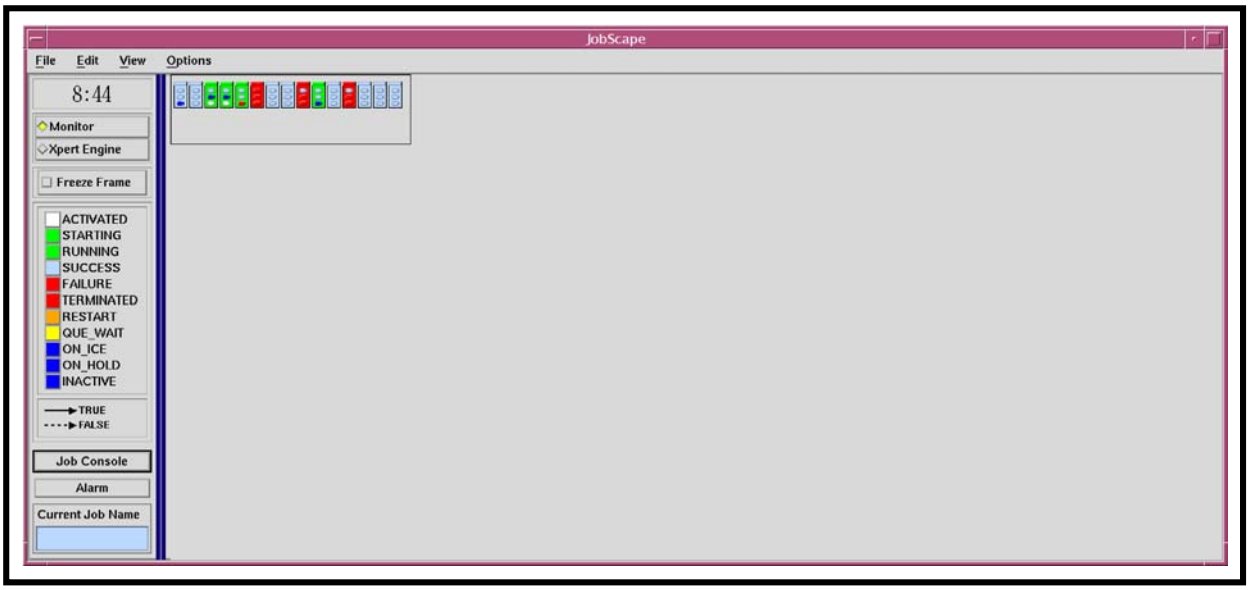

Figure 69. JobScape GUI "No Text" View
- No text is displayed in the **No Text View** (Figure 69), which provides a global or big-picture view of the jobs currently in processing without specifically identifying them by name.